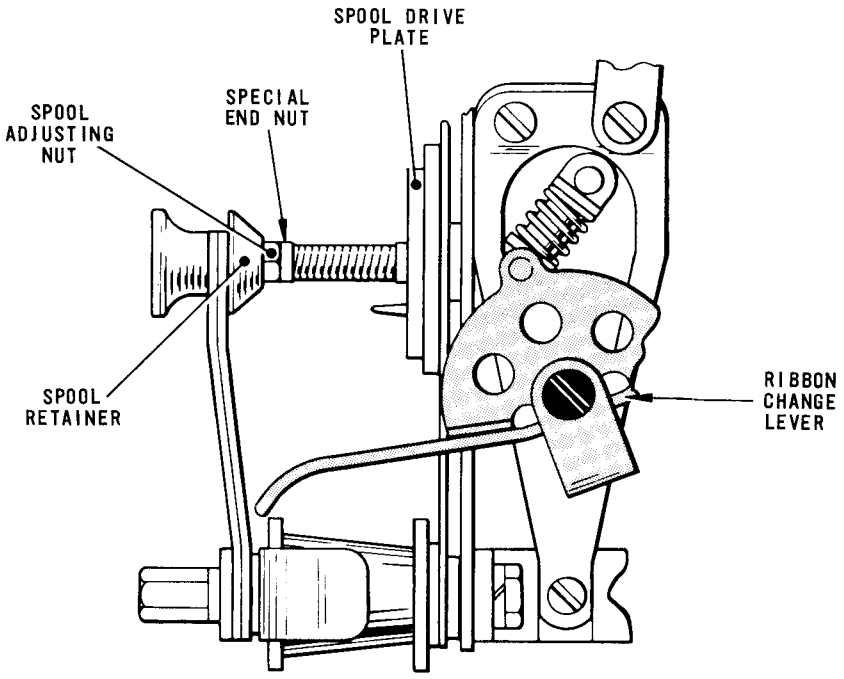

Fig. 4.54 RIBBON SPOOL CLEARANCE
65.1 Move the ribbon change lever, Fig. 4.54, until the ratchet wheel is disengaged from the ratchet coupling and the left-hand spool is free to turn. Check that
66.1 Remove the ribbon spools and check that there is a clearance of 0.63 - 0.64 in. (16 - 16.25 mm) between the inside face of the left-hand spool retainer, Fig. 4.54, and the left-hand spool drive plate. Repeat this check for the right-hand side of the ribbon unit. If no adjustment is required, refit the ribbon spools.